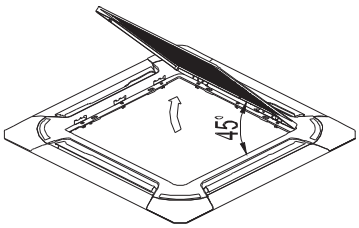

Fig.1-8
■ Draw the grill up to an angle of about 45, and remove it. (Refer to Fig.1-8)